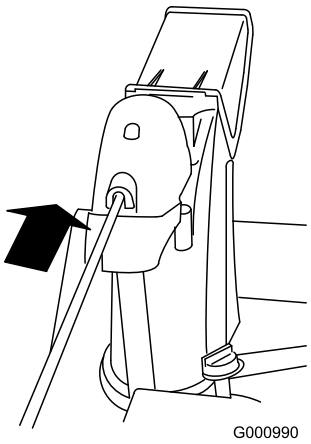

Figur 15
4. För in stångens främre ände i öppningen bakpå kåpan som sitter över kugghjulet på utkastaren tills den glider in i kugghjulet (Figur 15).